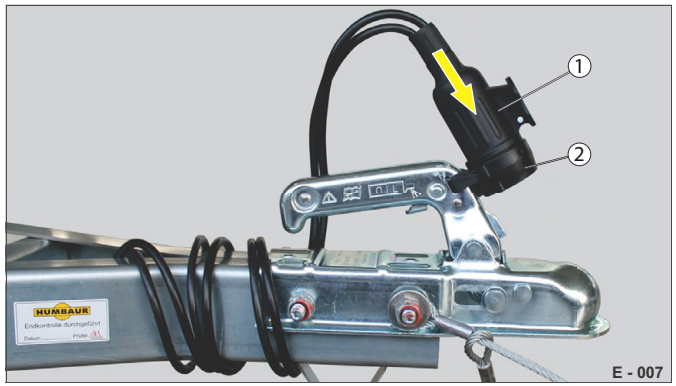
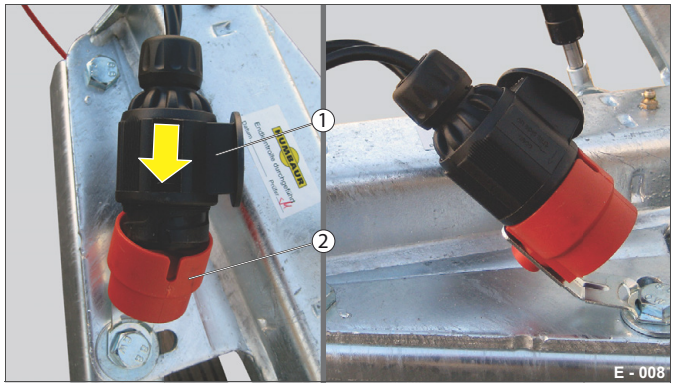

Abb. 5 Zástrčka 7-pólová zaparkovaná
Abb. 6 Zástrčka 13-pólová zaparkovaná
- ▶ Zasuňte zástrčku (Abb. 5/1, Abb. 6/1) do parkovací zásuvky / parkovacího třmenu (Abb. 5/2, Abb. 6/2). Zkontrolujte, zda je zástrčka pevně usazena v parkovací zásuvce – lehce ji zatočte.